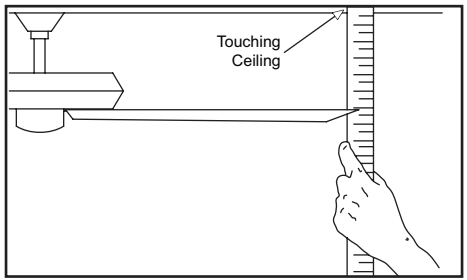

Figure 14
2. Most fan wobble problems are caused when blade levels are unequal. Check this level by selecting a point on the ceiling above the tip of one of the blades. Measure from a point on the center of each blade to the point on the ceiling. Measure this distance as shown in Figure 14. Rotate the fan until the next blade is positioned for measurement. Repeat for each blade. Measurements deviation should be within 1/8”. Run the fan for 10 minutes.